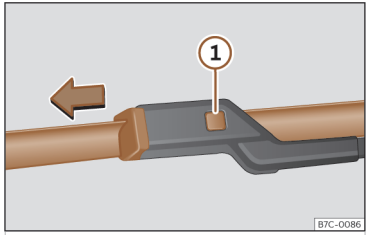

Abb. 205 Scheibenwischerblätter vorne auswechseln.
- Die Entriegelungstaste ››› **(Abb. 205)** ① gedrückt halten und gleichzeitig das Scheibenwischerblatt vorsichtig in Pfeilrichtung abziehen.